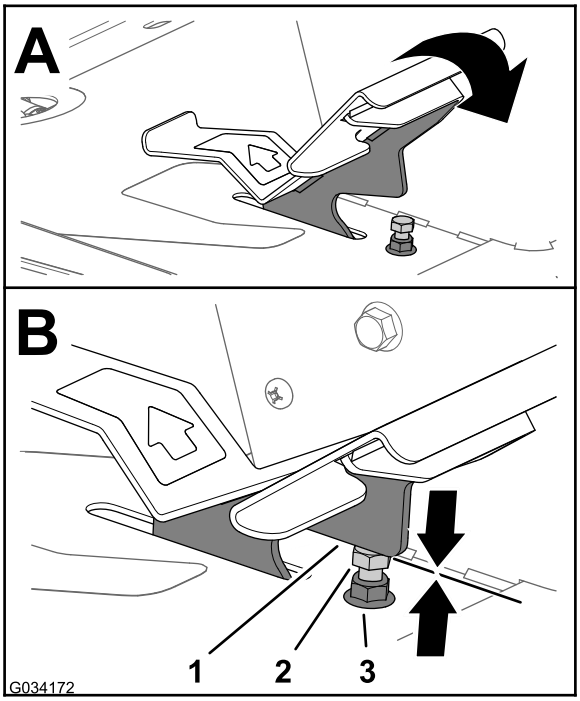
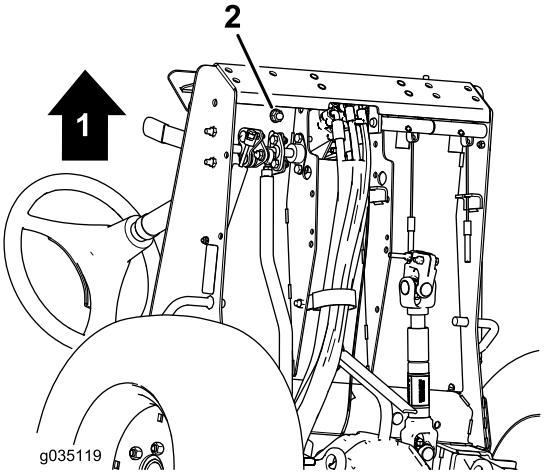

Figur 80
Figur 81
1. Flyt traktionspedalen helt fremad (Figur 80).
A. Hold traktionspedalstoppet (Figur 80) med en nøgle.
B. Løsn kontramøtrikken nederst på fodstøttepladen (Figur 81).
C. Sæt traktionspedalen i den fulde fremadgående position (Figur 80).
D. Mens du holder traktionspedalstoppet, skal du justere kontramøtrikken, der sidder ovenover fodstøttepladen (Figur 80), indtil traktionspedalen kommer i kontakt med stoppet.
F. Mens du holder traktionspedalstoppet, skal du tilspænde kontramøtrikken nederst på fodstøttepladen (Figur 80 og Figur 81) til 37 til 45 Nm.